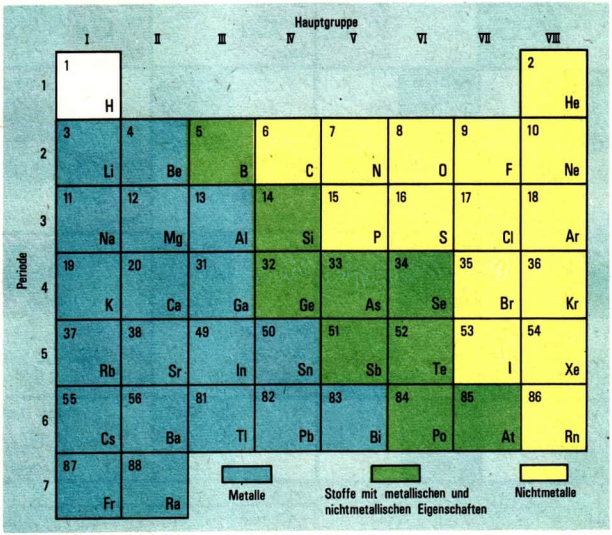

Abb. 49 Übersicht zu metallischen beziehungsweise nichtmetallischen Eigenschaften von elementaren Stoffen
Für besondere Angaben werden in diesem Buch auch Tabellen verwendet, die nur Hauptgruppenelemente enthalten. Sie sind als Ausschnitte aus dem Periodensystem der Elemente zu verstehen (/ Abb. 49, S. 103).
Abbildung 49 zeigt, daß die Hauptgruppenelemente, die als Metalle auftreten, im linken unteren Teil der Tabelle ihren Platz haben. Es sind Elemente mit relativ kleiner Anzahl von Außenelektronen der Atome und niedrigen Elektronegativitätswerten. ⑥
In Abbildung 49 sind auch solche Elemente hervorgehoben, die als Stoffe auftreten, die nur zum Teil Eigenschaften von Metallen haben. Das Element Kohlenstoff kann als Graphit vorkommen, der den elektrischen Strom leitet. Graphit ist in den Kohlenelektroden von Taschenlampenbatterien und auch in Bleistiftminen enthalten. ②